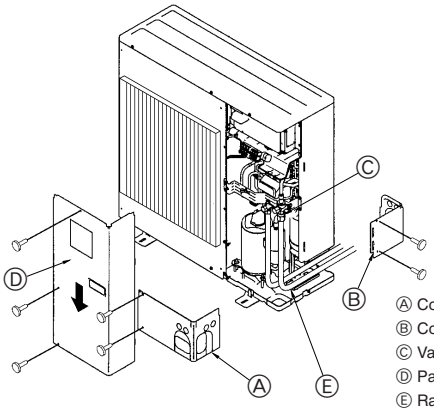

Fig. 4-3
① Enlever le capuchon, ramener la poignée vers soi et la tourner d'un quart de tour en sens inverse des aiguilles d'une montre pour ouvrir la vanne.
② Vérifier que la vanne d'arrêt est complètement ouverte, appuyer sur la poignée et tourner le capuchon pour le ramener sur sa position d'origine.
4.3. Mise en place des tuyaux de réfrigérant (Fig. 4-3)